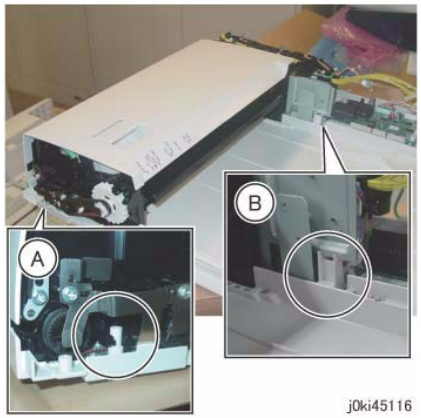

Figure 4 Installing the Feeder Assembly to the Base Frame
3. When installing the Feeder Assembly to the Base Frame, check thefollowing (Figure 4)